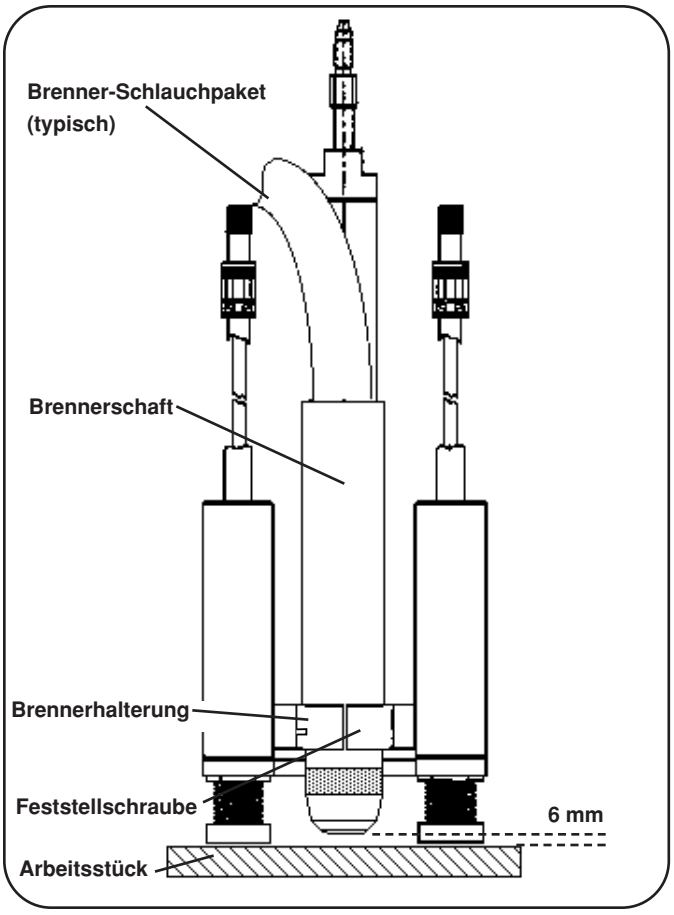
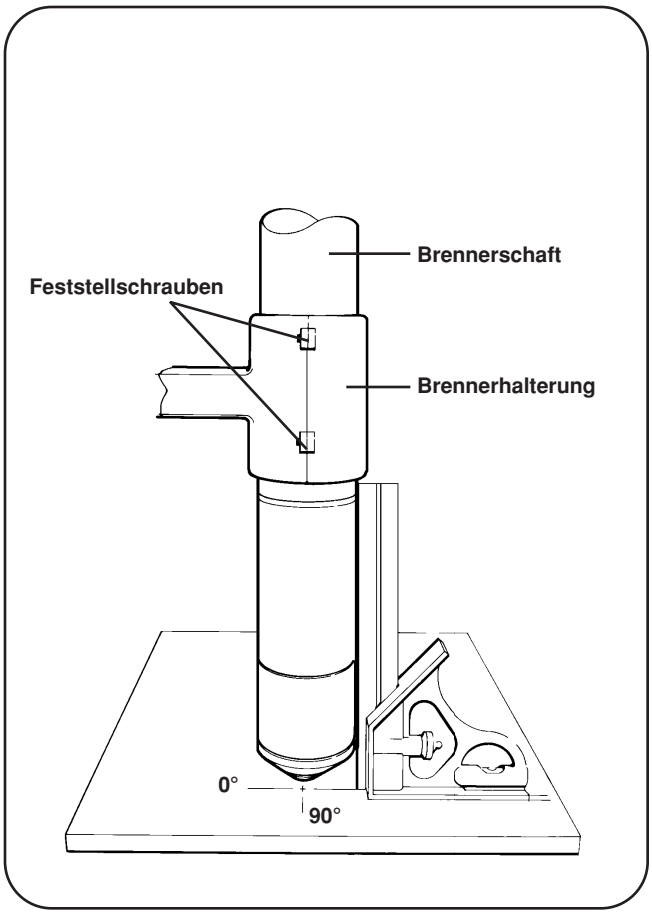

Abbildung 4-20 Montage des Maschinenbrenners (mit Fühlern des induktiven Zündhöhensensors)
Abbildung 4-21 Brennerausrichtung (ohne Fühler des induktiven Zündhöhensensors)
1. Installieren Sie den Maschinenbrenner (mit angeschlossenem Brenner-Schlauchpaket) an der Brennerhalterung ohne die Fühler des induktiven Zündhöhensensors (Abb. 4-21) oder der alternativen Brennerhalterung (Abb. 4-20) beim Einsatz des induktiven Zündhöhensensors.
Um ganz sicherzustellen, daß der Brenner im rechten Winkel zum Arbeitsstück steht, ist er mit einem Winkel bei 0° und 90° auszurichten. Siehe Abbildung 4-21.